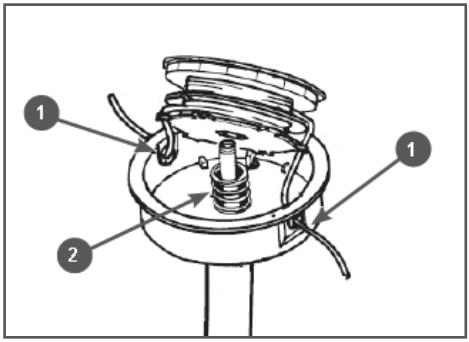

Рис. 14 Установка катушки
8. Установите корпус на штангу (Рис. 14). Проденьте концы корда в отверстия 1 на корпусе триммерной головки и установите катушку с кордом в корпус головки (Рис. 14).
Не забывайте установить пружину 2 под катушку с кордом (Рис. 14).